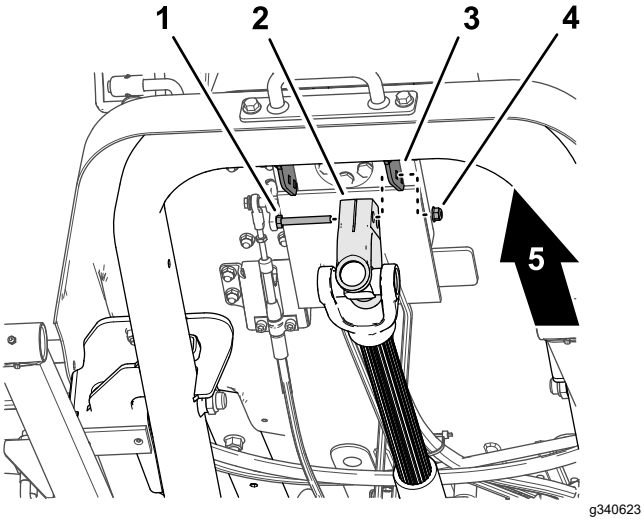

**Figuur 17**
1. Verwijder terwijl u de aandrijfas ondersteunt de tapbout en borgmoer waarmee het aandrijfasjuk is bevestigd aan de bevestigingsbeugel van de stuurklep (Figuur 17) en laat de aandrijfas voorzichtig zakken.